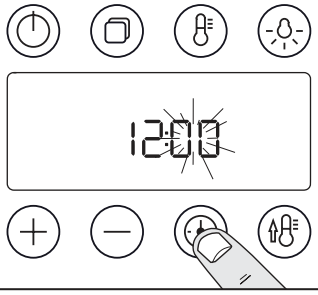

Fig. 3.16
1. Tryck på timerknappen igen för att komma till minutkontrollen (**Fig. 3.16**).
2. Timmarna kommer att börja blinka. Ställ in timmarna genom att använda knapparna [+] eller [-](**Fig. 3.16**).